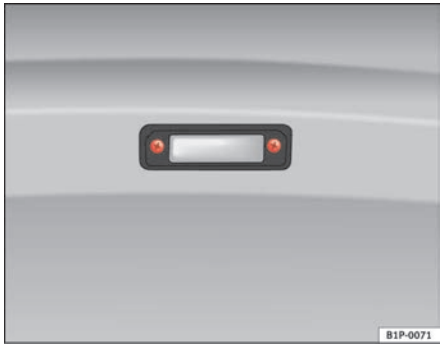

Fig. 176 Registration plate light
– To remove the bulb holder, unscrew the bolts ⇒ fig. 176.